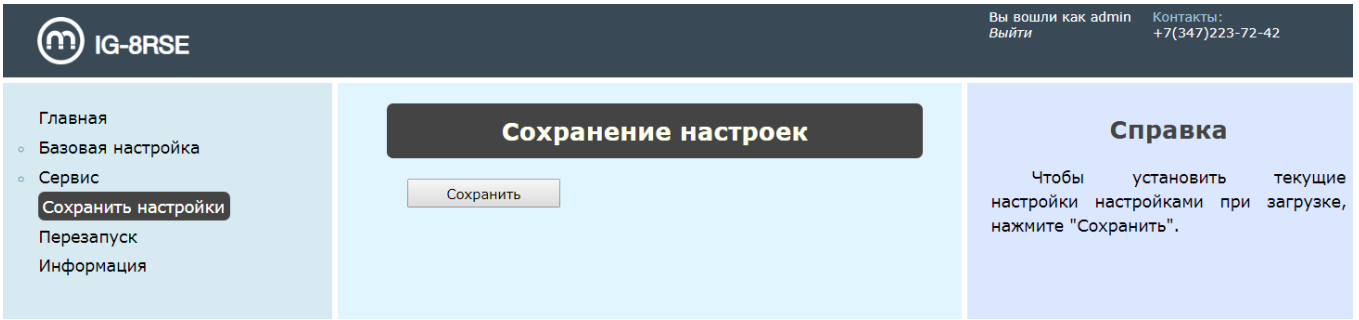

Рисунок 26 — Раздел «Сохранение настроек»
4) **Сохранить настройки.** Параметры Текущей конфигурации сохранятся в Начальной конфигурации. Сохранение необходимо после изменения Базовых настроек (рис. 26).